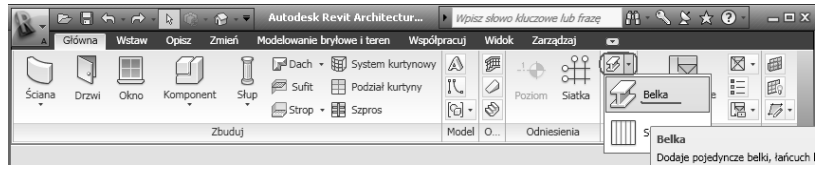
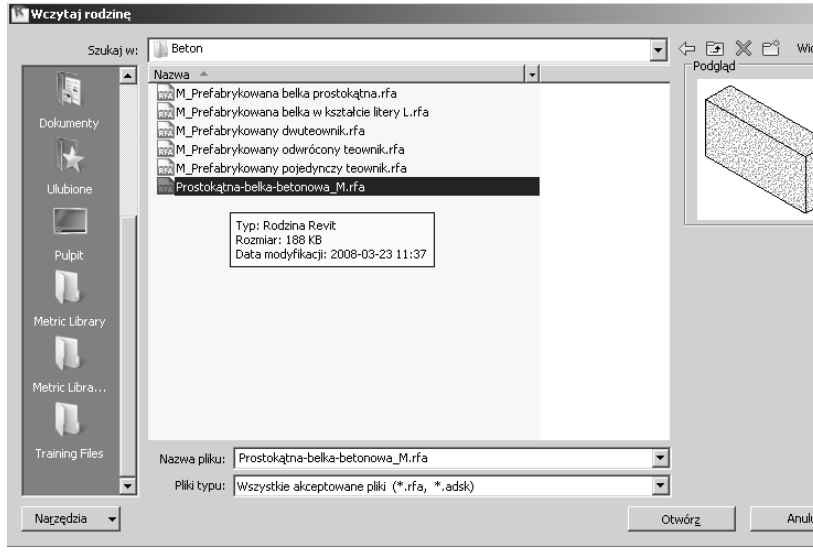

Rysunek 3.52. *Narzędzie Belka na wstążce*
Rysunek 3.53. *Okno wyboru elementu typu Belka z biblioteki programu Revit Architecture*
4. W przeglądarce projektu wskazujemy rzut *Poziom 1*. Ze wstążki, z karty *Główna*, z panelu *Konstrukcje* wybieramy narzędzie *Belka* (rysunek 3.52). Pojawi się komunikat, że nie wczytano żadnej rodziny ramy konstrukcyjnej. Wybieramy przycisk *Tak*, aby z biblioteki metrycznej PL wczytać belkę: *Prostokątna—belka—betonowa_M.rfa* (rysunek 3.53). Na pasku opcji z listy typów wybieramy belkę *50×50*, przechodzimy do właściwości elementu i tworzymy nowy typ belki 25×20 cm: *Edycja/Nowy*.